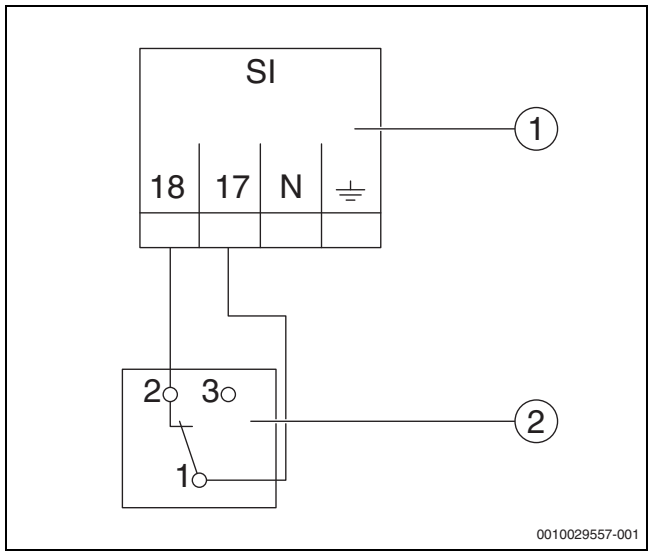

Fig. 6 Raccorder le dispositif de sécurité externe
▶ Raccorder les fils selon la figure 6 et le schéma de connexion.